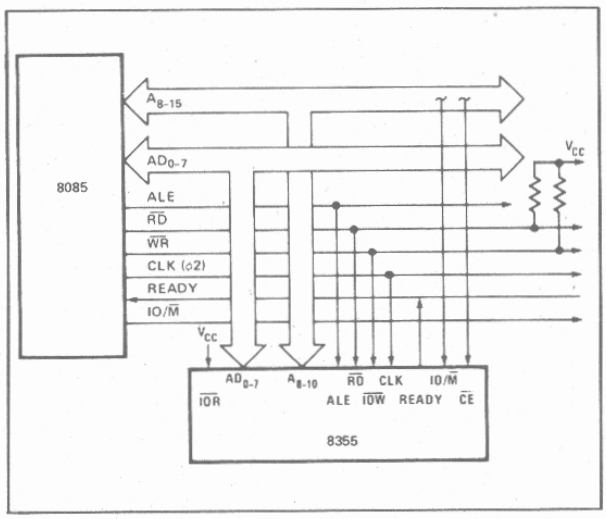

Figure 4. 8355 in 8085A System (Memory-Mapped I/O)
If a memory mapped I/O approach is used the 8355 will be selected by the combination of both the Chip Enables and IO/$\overline{M}$ using AD_{8-15} address lines. See Figure 4.
*DATA BUS TIMING IS SHOWN IN FIGURE 4.